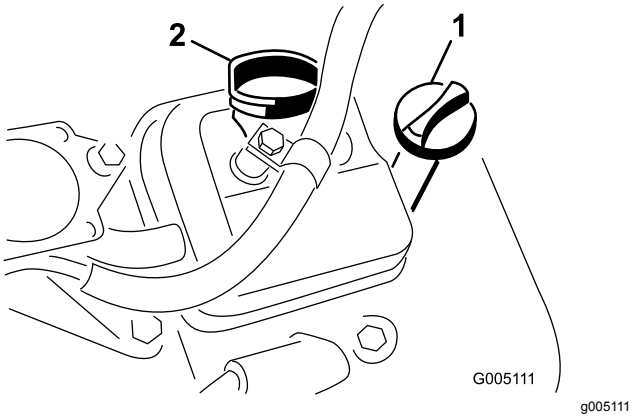

**Figur 33**
3. Sätt in oljestickan i oljeröret och skruva fast den i röret (Figur 33).